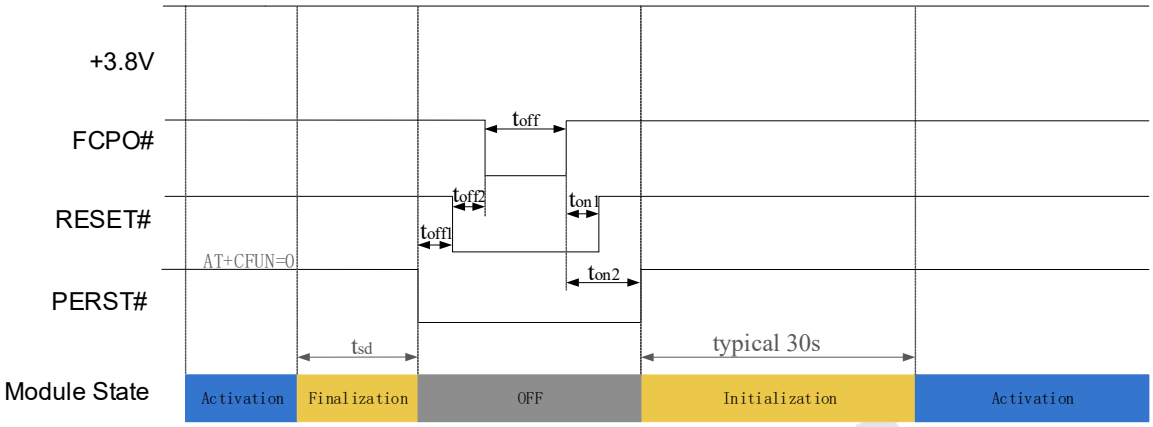

Figure 3-9 Reset timing2nd
- Reset timing 2nd in Figure 3-9, PMU of module internal will be off in reset sequence (including whole power off and power on sequence, t_{sd} can refer section 3.3.2), recommend using in system warm boot.
Restart	Refer to section 3.3.3 Figure 3-9 Reset timing 2nd